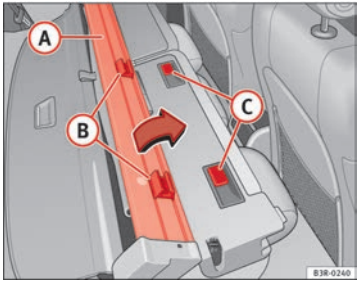

Fig. 121 Installing luggage compartment cover / net partition
– Fit the net partition (A) on the backrest so that the retainers (B) are located next to the retaining rails (C) ⇒ Fig. 121.